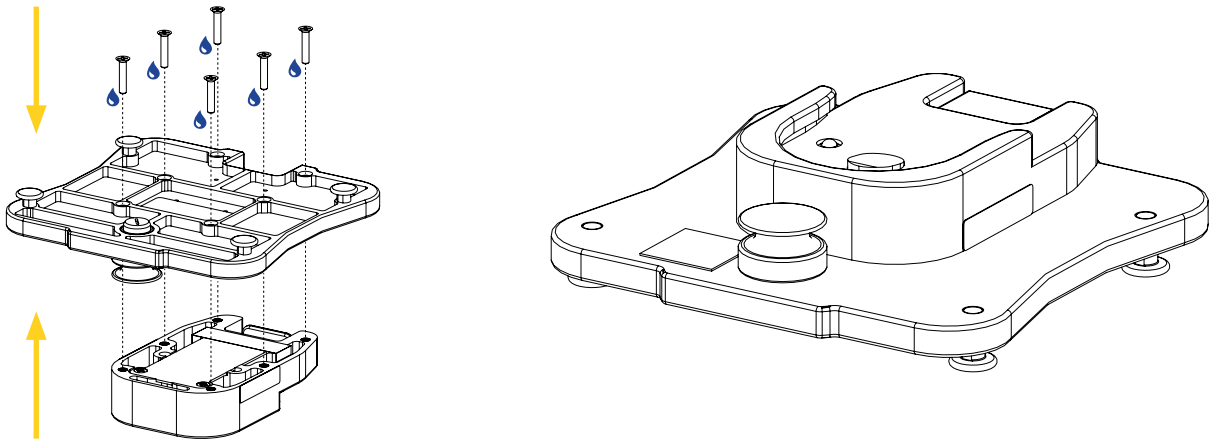

Figure 26: Installing the new Micro Base
2. Place and align the screw holes of the new Micro Base and adaptive plate, then tighten the sub-assembly reusing the six (6) screws coated with medium strength thread lock adhesive ( ) and a Phillips-head screwdriver #2 (Figure 26).